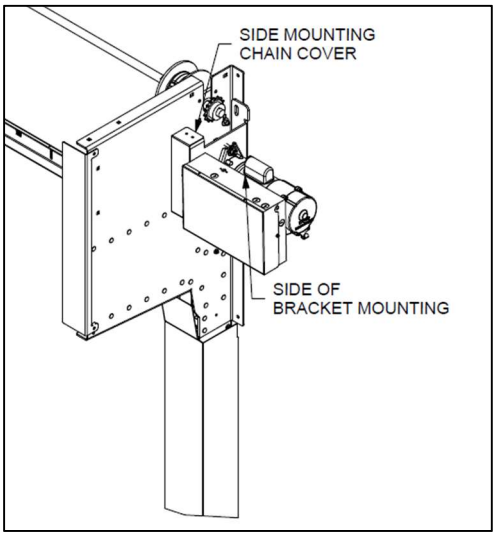

***Figure 39 – SIDE BRACKET CHAIN COVER***
a. Side mount configuration: Align the top holes of the chain cover with the top of the motor bracket and align the slotted holes with the holes in the bracket. Then, use the #10 self-drilling screws to attach the chain cover to the motor bracket at the top and the wall fasteners used to mount the bracket for the bottom slots. Reference **Figure 39.**